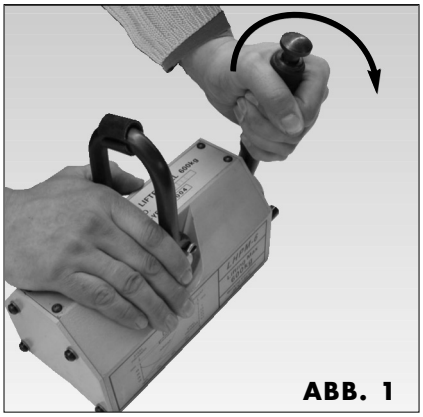

ABB. 1
1) Hebel von der Stellung **–** (DEMAG) in die Stellung **+** (MAG) bringen (Abb. 1)